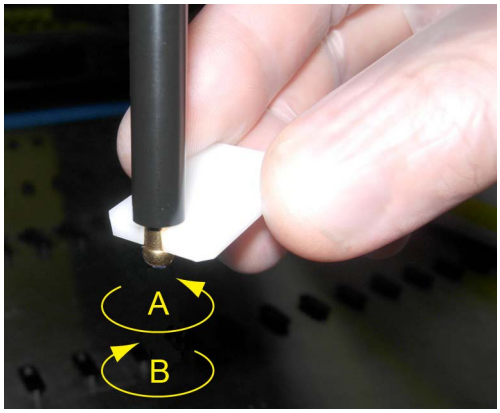

Fig. 7-7 Clé à cône
1. Maintenir le tube éjecteur d'embout tout en desserrant le cône pour DiTi à l'aide de la clé à cône fournie (voir la Fig. 7-7, 🗎 7-34).